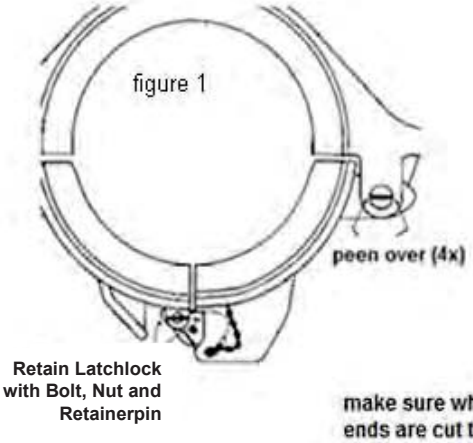

figure 1
4.4	Check that both the hinge pins and the latch pin on the upper side are retained with a dowel-pin and the edges from the hole for the dowel pin are riveted. (fig 1)
4.5	Check if the latch lock pin retained with Bolt, Nut and Retainerpin (fig 1)